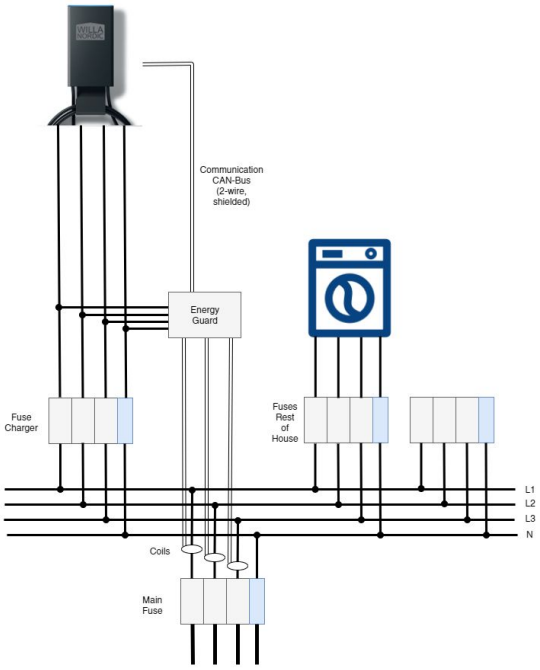
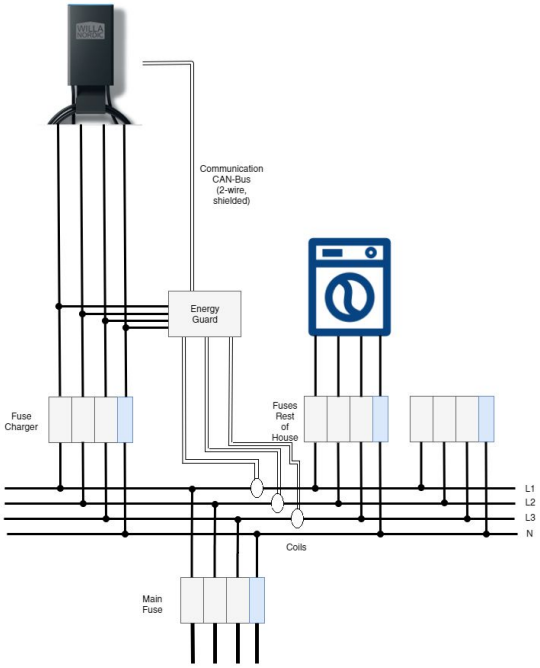

Rys. 4: Pomiar całego przyłącza wraz z terminalami ładującymi.
Rys. 5: Pomiar obciążenia z pominięciem terminali ładujących.
Istnieje możliwość wyboru miejsca instalacji przekładników pomiarowych. Można je zainstalować na przewodach zasialjących obciążenie budynku wraz ze stacjami ładowania [Rys.4] lub na przewodach zasilających wyłącznie obciążenie budynku [Rys.5].
1. Pomiar całego przyłącza razem ze stacjami ładowania [Rys.4].
2. Pomiar przyłącza z pominięciem stacji ładowania [Rys.5].